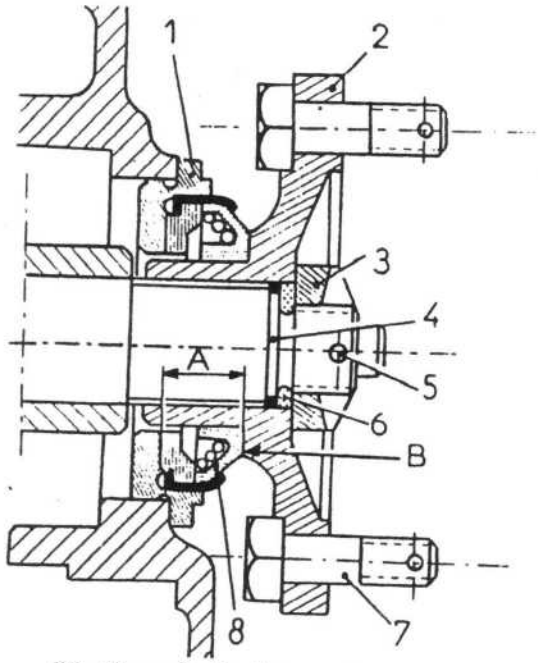

Fig. 46. — *Sortie du pont 1er montage.*
1° Montage avec bague de sortie et joint d'étanchéité (fig. 46) ; dans ce cas, il est indispensable de vérifier la position du joint avant montage.
Retirer l'écrou crénelé (3) (fig. 46).